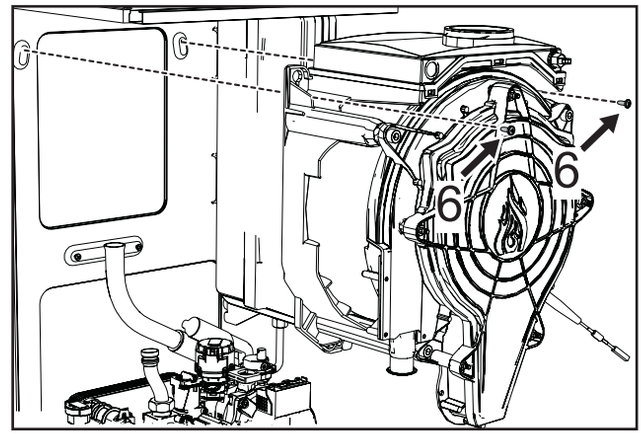

Рис. 51
- Снимите 2 **верхних винта «6»,** служащих для крепления теплообменника к раме (рис. 51).